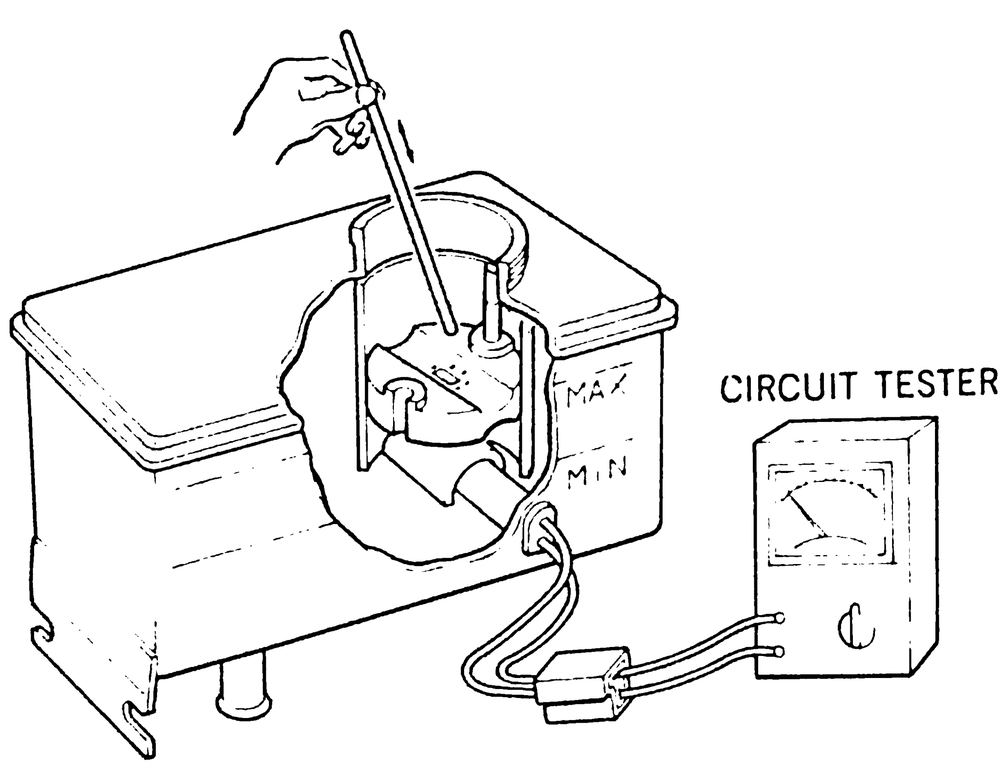

Fig. 5-5 Checking the brake fluid level sensor
2. Connect the circuit tester to the coupler and check the continuity by moving the float up and down as shown in Fig. 5-5.